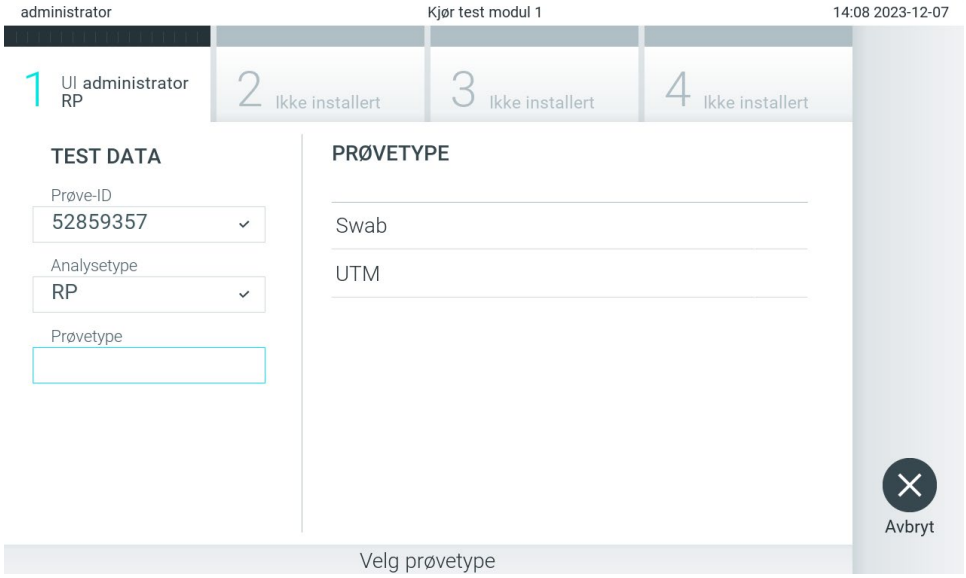

Figur 25. Velge prøvetype.
4. Velg om nødvendig riktig prøvetype fra listen (figur 25).